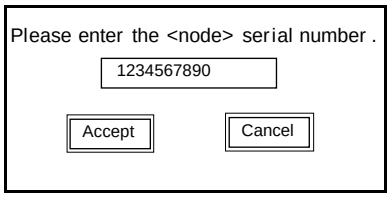

Figure 2-45 FLASH Download Tool Serial Number Window
2.) Enter Flash Download Tool and select UPDATE. The user is prompted to enter the serial number imprinted on the component for which the CHAR file is needed (refer to Figure 2-45).